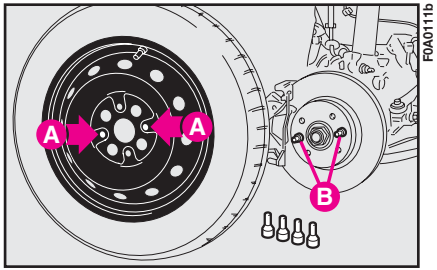

fig. 10
16) Monter la roue en faisant coïncider les trous **A-fig. 10** aux ergots de centrage **B**.